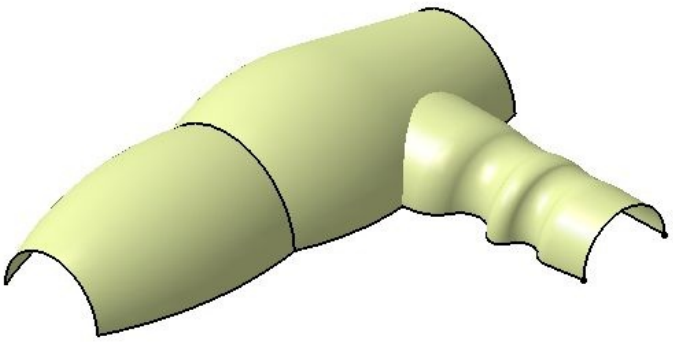

Figure 11-95 *Resulting sweep surface*
16. Choose the **OK** button from the **Swept Surface Definition** dialog box. Figure 11-95 shows the resulting sweep surface.